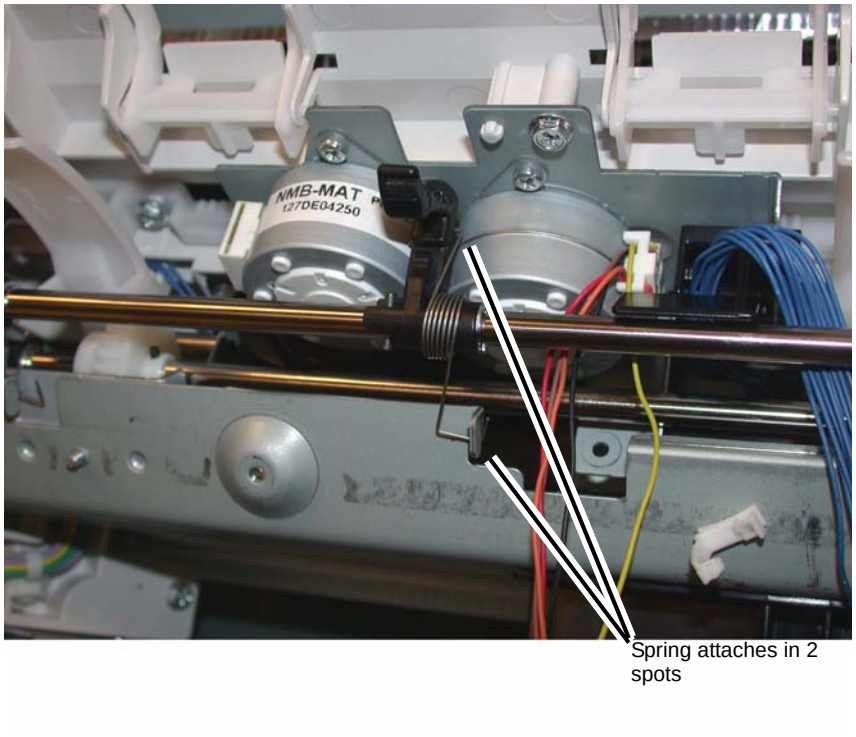

Figure 17 Attaching the Set Clamp Holder Springs
11. Ensure that the Set Clamp Holder Springs are connected (Figure 17).